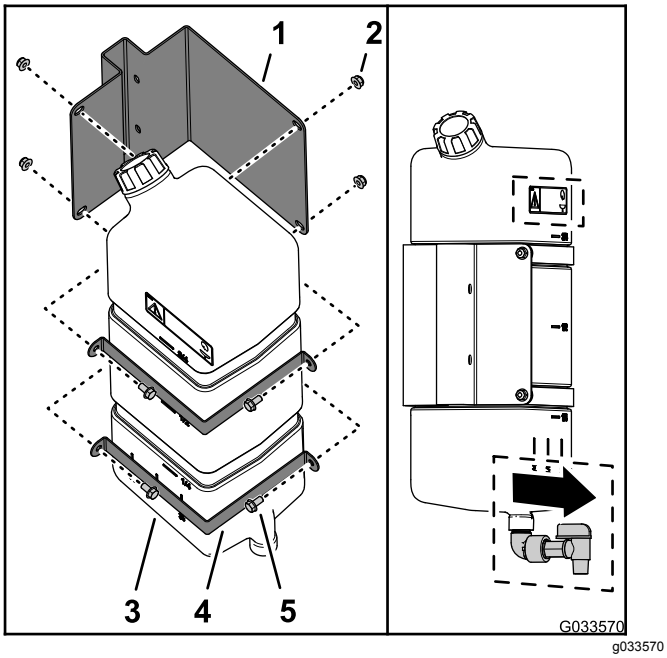

**Figur 45**
1. Monter ferskvannstanken til ferskvannstankfestet med de to festestroppene, fire flenshodeboltene (5/16 x ⅝ tomme) og fire flenslåsemutterne (5/16 tomme) som vist i Figur 45.